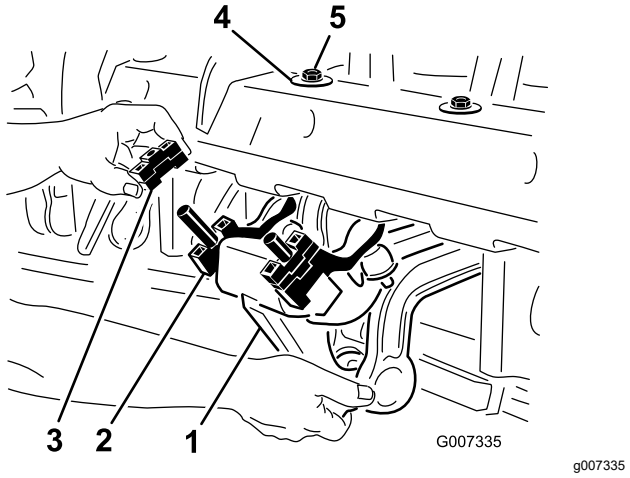

Figura 25
1. Retire las 2 contratuercas (½") que sujetan el conjunto de amortiguación Rotalink a la parte inferior del bastidor del cabezal de perforación (Figura 25).
2. Baje el conjunto de amortiguación para tener acceso a los espaciadores (Figura 25).
4. Vuelva a montar el conjunto de amortiguación en el bastidor del cabezal de perforación. Asegúrese de instalar la arandela D contra el bastidor del cabezal de perforación, como se muestra en la Figura 25. Apriete las 2 contratuercas.